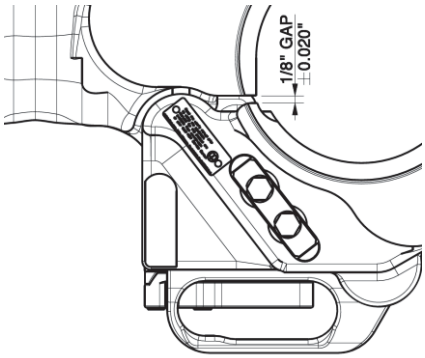

Figure 5
3.10 Check if distance between Body and Door (top or bottom) is 1/8" (+/- .020") on latch side (see fig 5)